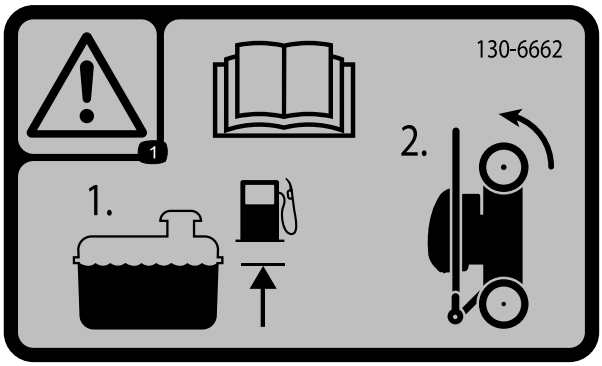

Rysunek 17
1. Należy upewnić się, że poziom benzyny w zbiorniku paliwa nie jest wyższy niż zalecany przez producenta silnika; należy zapoznać się z etykietą producenta silnika umieszczoną na silniku (Rysunek 17).